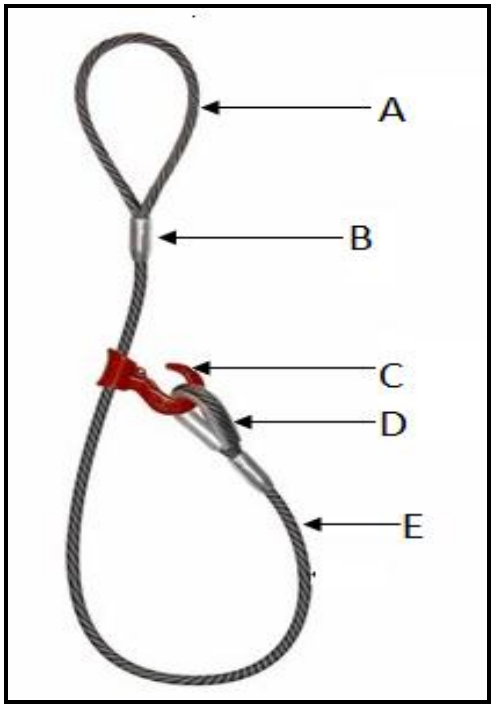

FIGURE 2 (5 × 1) (5)
4.1 FIGURE 2 shows a *single-leg choker with a sliding hook*. Name the components indicated by writing only the answer next to the letter (A–E) in the ANSWER BOOK.